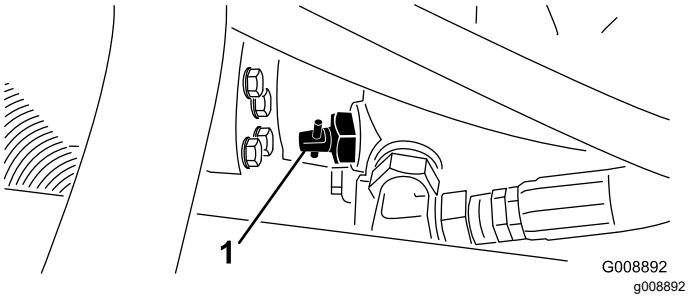

Figur 44
1. Lokalisera överströmningsventilen på pumpen (Figur 44) och vrid den 90°.